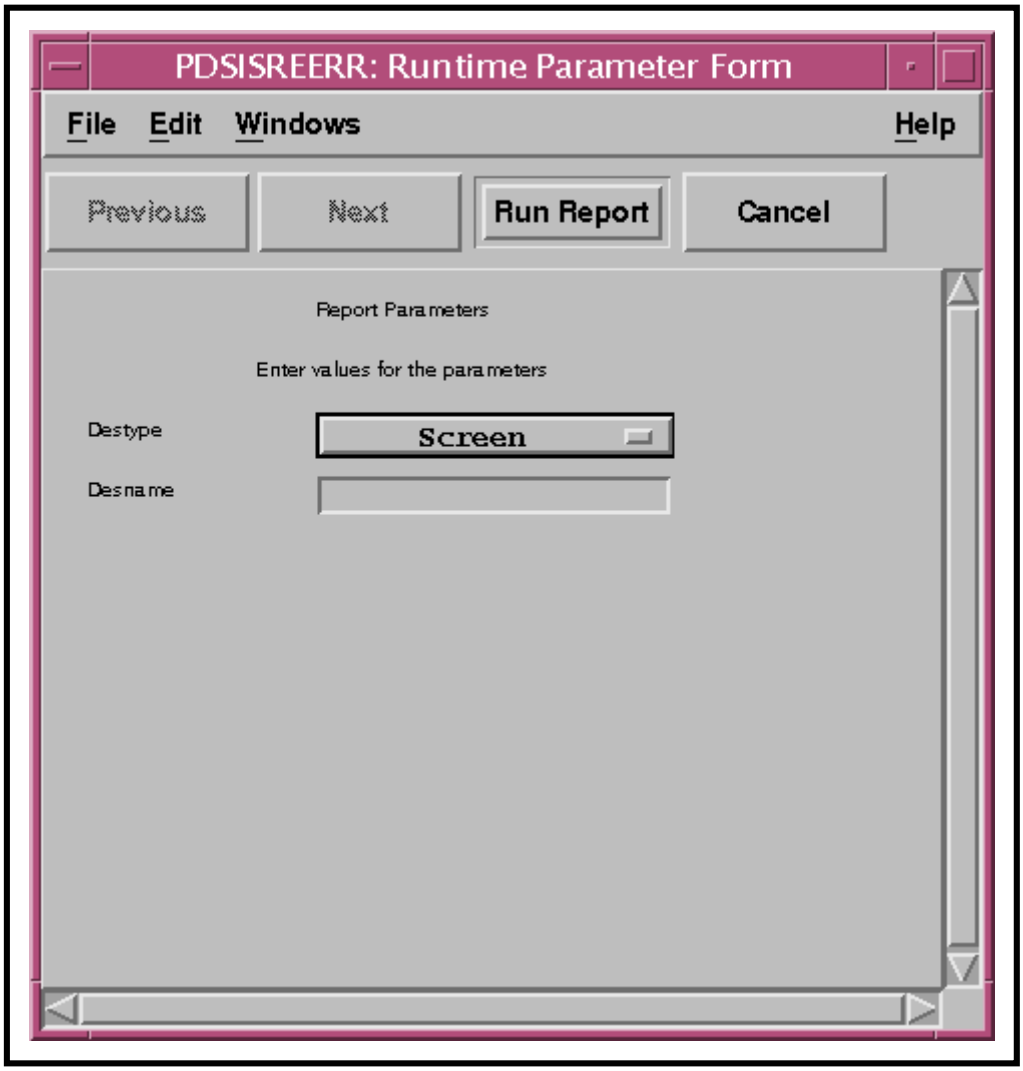
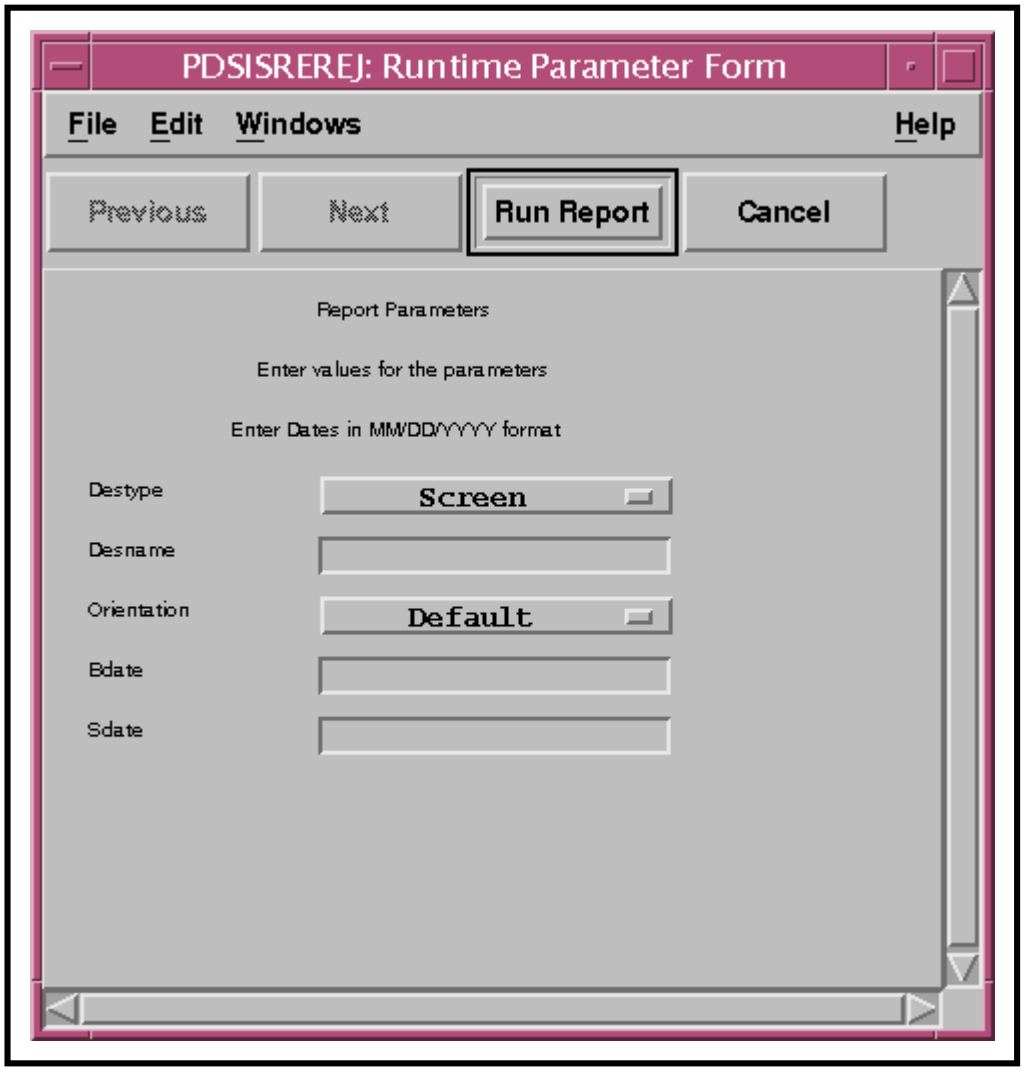

Figure 101. Report Parameters Form (Runtime Parameter Form)
Figure 102. Report Parameters Form (Alternate Form)
- When a type of report has been selected, one of two types of **Report Parameters** form [a.k.a. **Runtime Parameter Form** (Figure 101 or Figure 102)] is displayed.
4 If there is an **Orientation** option button on the **Report Parameters Form** (as shown in Figure 102), click and hold on the **Orientation** option button, move the mouse cursor to the desired selection (highlighting it), then release the mouse button.
5 If there are date range fields on the **Report Parameters Form** (Figure 102), for the report, type the beginning date (based on "status date") and ending date (in ***MM/DD/YYYY*** format) in the appropriate fields: